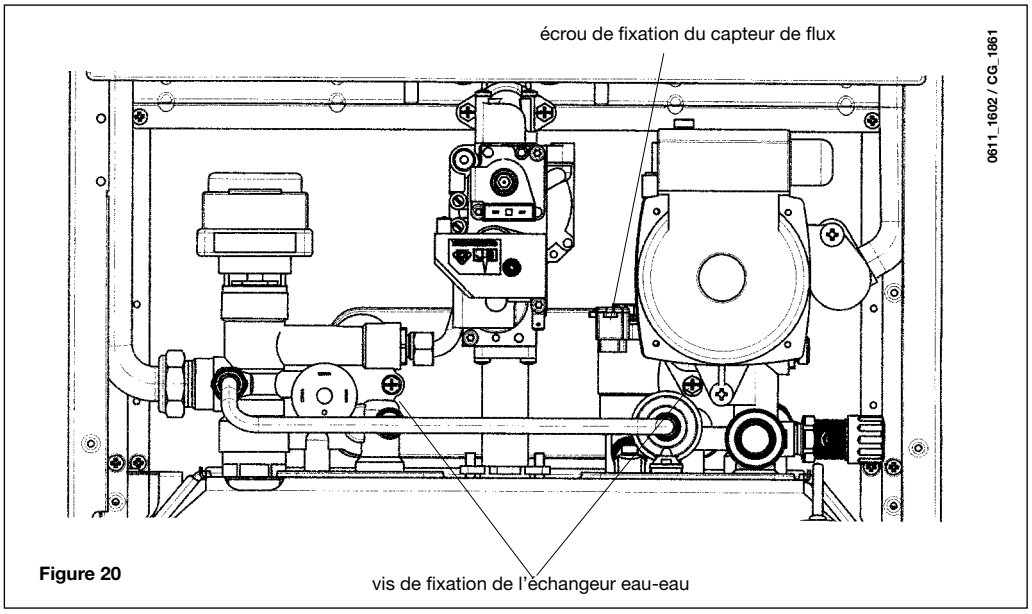

Figure 20
- Dévisser l'écrou qui se trouve sur le groupe du détecteur de débit (figure 20).